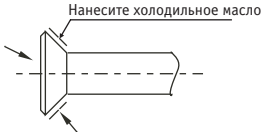

Рис. 5.1
b. Нанесите холодильное масло (это должно быть моторное масло, совместимое с применяемым холодоносителем) на наружную поверхность развальцованного соединения и коническую поверхность соединительной гайки и затяните вручную на 3-4 оборота перед затяжкой раструбной гайки (рис. 5.1).